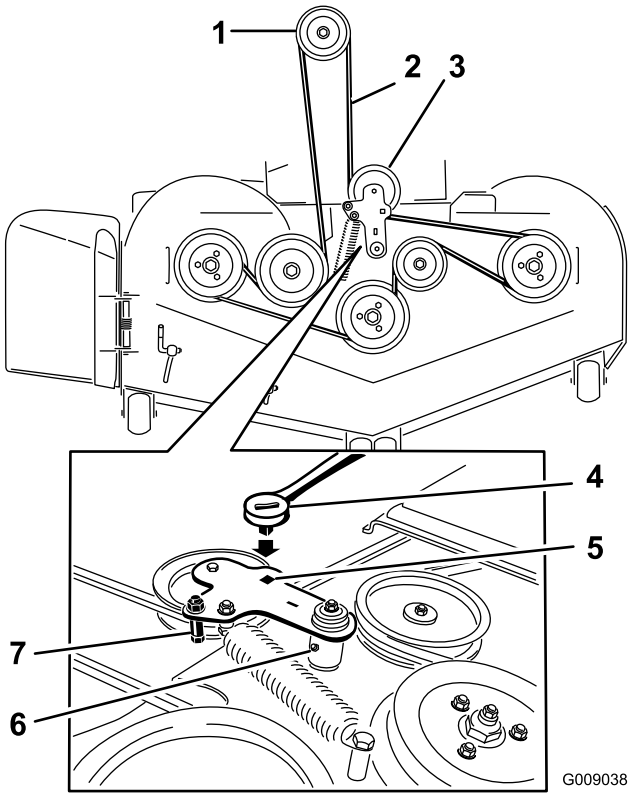

Figur 74
5. Använd en spärrhake i det fyrkantiga hålet i mellandrevsarmen för att flytta spänningen från mellanremskivfjädern (Figur 74).
7. Ta bort remstyrningen på den springfjäderbelastade mellandrevsarmen som visas i Figur 74.
9. Montera en ny rem runt klipparremsskivorna och kopplingsskivan under motorn (Figur 74).
10. Montera remstyrningen på mellandrevsarmen som visas i Figur 74.
11. Använd spärrhaken i det fyrkantiga hålet för att montera mellanremskivfjädern (Figur 74).